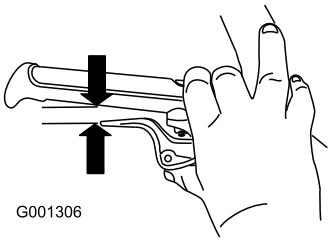

Rysunek 32
1. Przyciśnij całkowicie dźwignię, po czym sprawdź przerwę między dołem uchwytu i końcówką dźwigni sprzęgła koła (Rysunek 32).
2. Powtórz te czynności dla linki z drugiej strony (Rysunek 32).